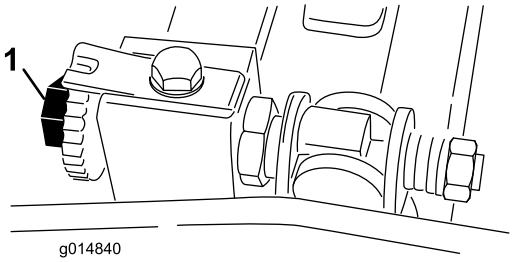

Figur 45
3. Drei spolen slik at et knivblad krysser kanten på motstålet mellom det første og andre skruehodet på høyre side av klippeenheten (Figur 45).
6. Juster den høyre justeringsskruen på motstangen til du kjenner et lett press på mellomlegget (dvs. motstand) ved å gli den fra side til side (Figur 45).